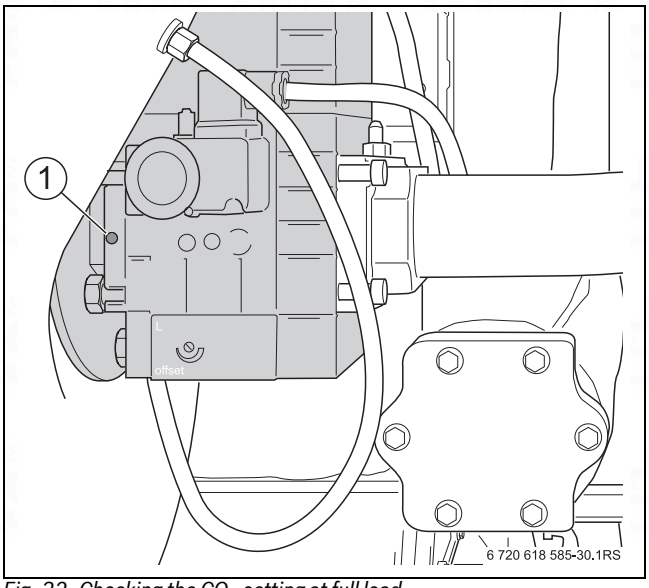

Fig. 32 Checking the CO_2 setting at full load
- In the case of CO_2 values below 8,5 % or above 9,6 %, correct the setting on the high load adjusting screw to 9,1 % (see Fig. 32).